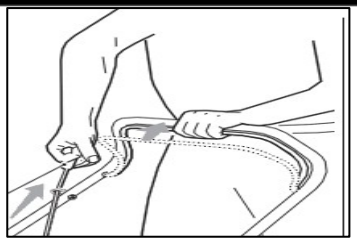

Figure 11B
- Pull the engine brake lever towards the handle Figure 11B